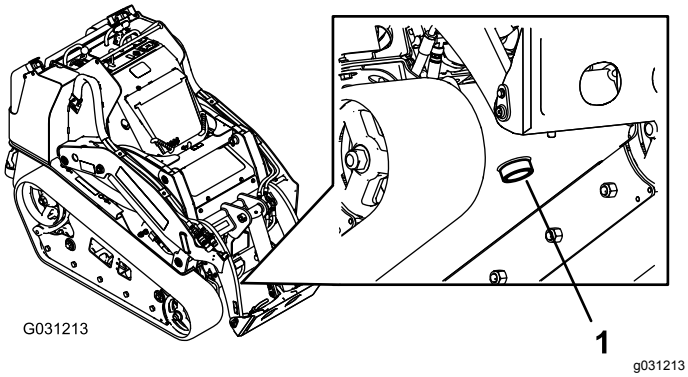

Rysunek 68
7. Umieść duży pojemnik o pojemności co najmniej 57 litrów pod korkiem spustowym z przodu maszyny (Rysunek 68).
8. Odkręć korek spustowy i poczekaj, aż olej ścieknie do pojemnika (Rysunek 68).